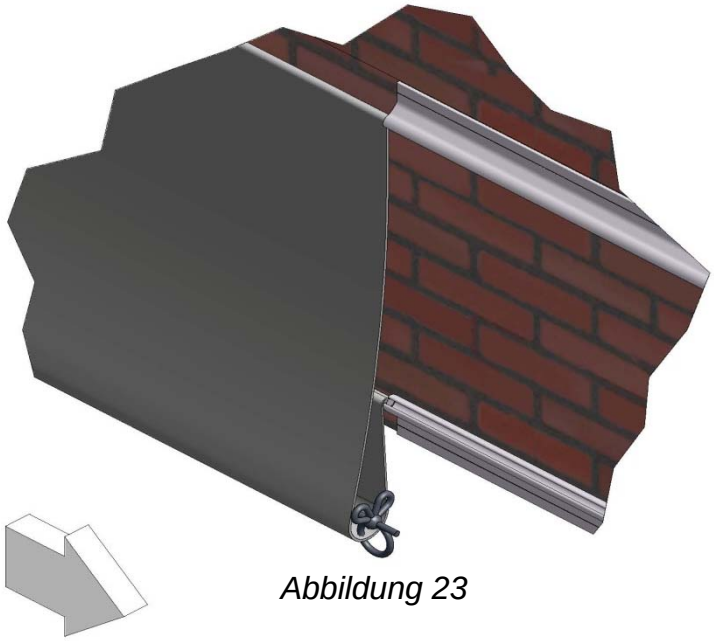

Abbildung 23
8.2 Markieren Sie die Blende (PA1) 50 mm von einen Ende entfernt und 100 mm von der Basis in die Höhe. Schneiden Sie einen 15 mm bis 20 mm langen Schlitz und knoten Sie den Zugriemen (PD1) durch den Schlitz. Führen Sie die Leiste in das Profil (Abbildung 23) und schneiden Sie sie, falls erforderlich, auf die richtige Länge zu. Achten Sie dabei darauf, dass das Schnittende innerhalb von 50 mm von der Schiene liegt. Befestigen Sie die letzten 2 m des Profils im Abstand von 1 m.